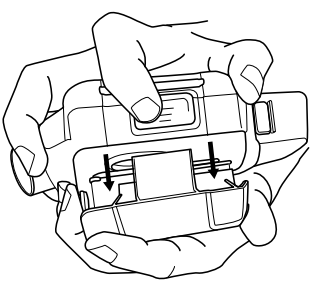

Fig. 7 Enlever l'ensemble filtre et protège-filtre du souffleur à moteur
- Tenir l'unité vers le bas de manière que l'arrière (côté de la ceinture) soit face à soi et que le filtre et le protège-filtre soient face vers le bas afin de minimiser les risques de contamination de l'admission d'air du souffleur à moteur (Fig. 7).